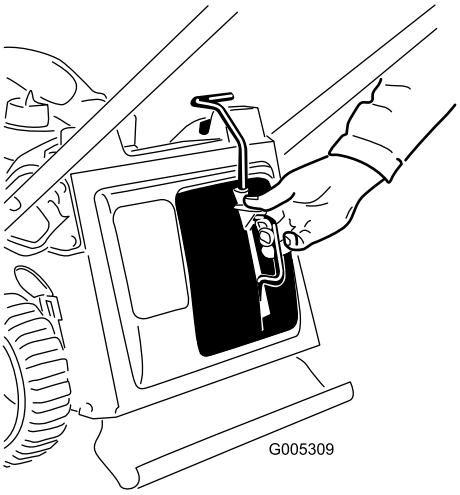

**Figur 30**
3. Sätt i mullningspluggen (Figur 30).